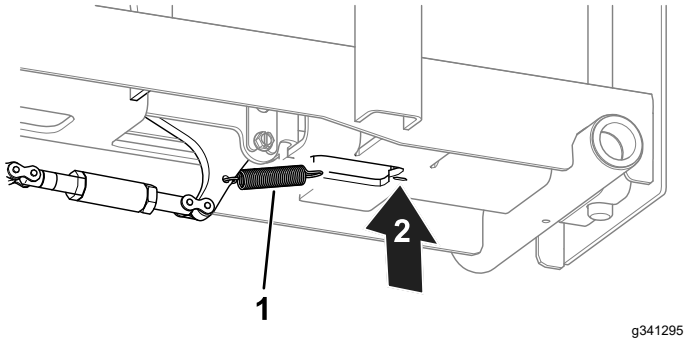

Figur 15
9. Anslut fjädern till hjulstoppet och rampens botten (Figur 15).